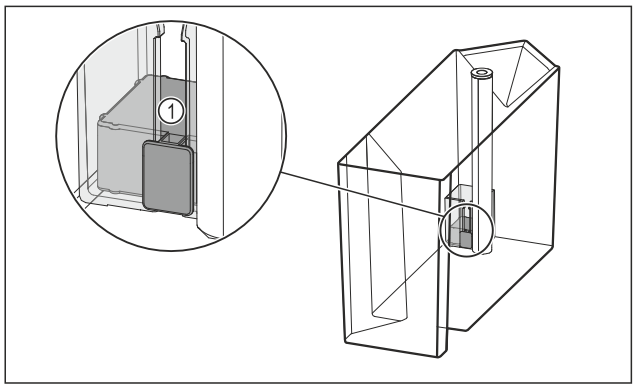

Fig. 164
▶ Verificați dacă este înțepenit plutitorul *Fig. 164 (1)*.